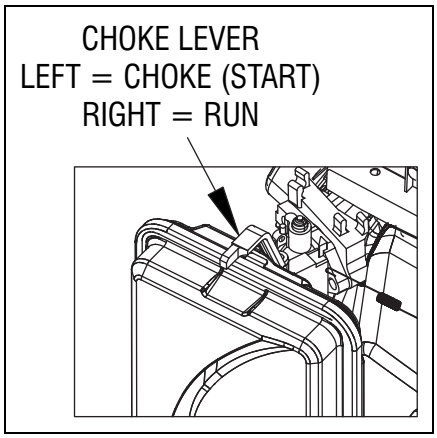

Figura 3-3. Cebador
2. Mueva la palanca del cebador a la posición START (Arranque) (Figura 3-3).